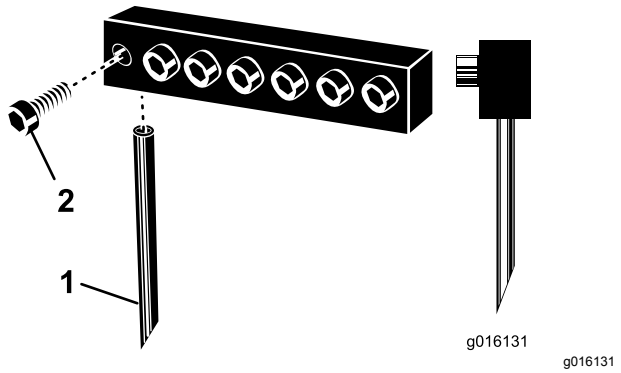

**Figur 30**
3. Løsne festeboltene og fjern pipene du har brukt tidligere (Figur 30).
**Merk:** Plasser utløsningsåpningen for hule luftepiper mot den bakre delen. Plasser tuppvinkelen for solide piper vendt mot maskinen (Figur 30).